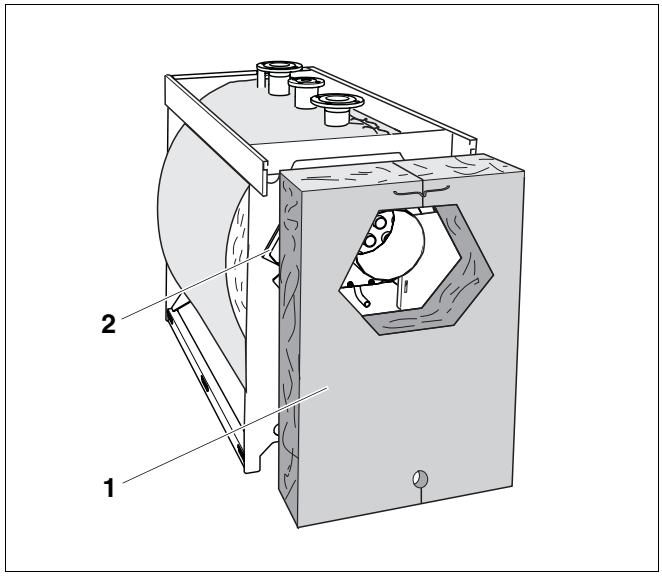

Rys. 21 Montaż izolacji cieplnej ścianki tylnej
- Nałożyć izolację cieplną ścianki tylnej (rys. 21, **poz. 1**) wycięciem na kolektor spalin (rys. 21, **poz. 2**).